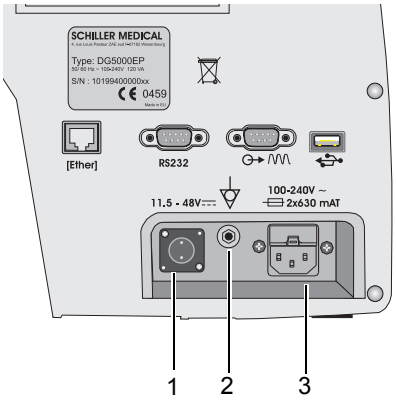

Abb. 3.1 Anschlüsse
Der DEFIGARD® 5000 kann von einer Fachkraft an eine externe 11.5... 48 V-Gleichstromquelle (z.B. Fahrzeugbatterie) angeschlossen werden (siehe (1) Abb. 3.1). Dabei ist zu beachten:
2. Wähle mit der Programmiertaste (1) **JA.**
4. Versorgungskabel am Netzanschluss entfernen Abb. 3.1, um das Gerät vom Netz zu trennen, wenn man die Batterie nicht laden will.